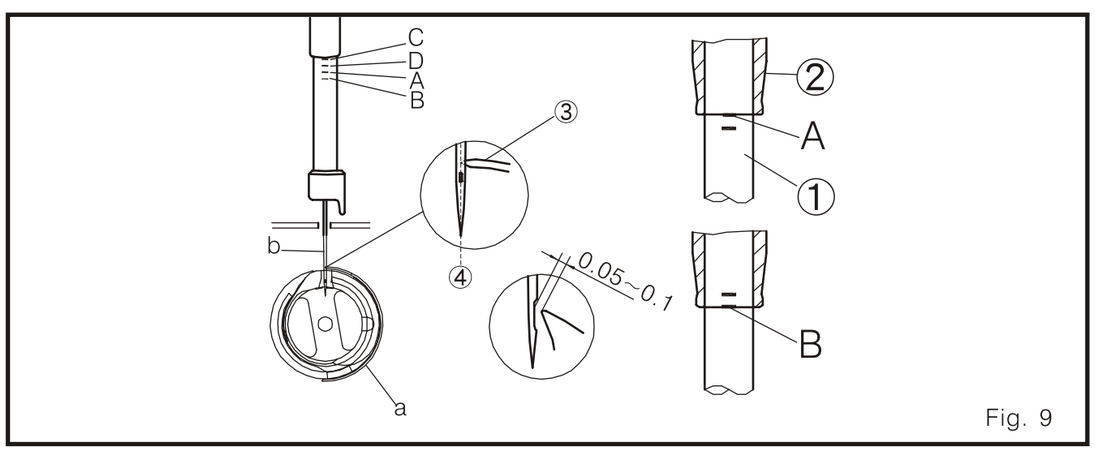

Fig. 9
(2) Un ajuste adecuado debe ser obtenido a través de revisar del mismo salpicado de aceite en 3 pedazos de papel por lo menos 3 veces Fig. 9.
1. La distribución de ajuste entre la aguja y la lanzadera:(Fig. 9)